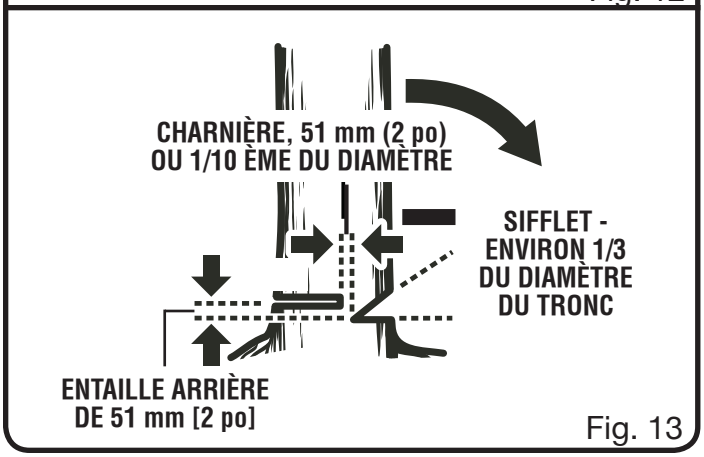

Fig. 13
- **Entaille de dessous.** Pratiquer une entaille d'environ le tiers du diamètre du tronc, perpendiculairement à la ligne de chute. Veiller à ce que les entailles du sifflet se rejoignent à angle droit par rapport à la ligne de chute. Le sifflet doit être taillé de façon à présenter une ligne droite. Pour empêcher le pincement de la scie sous le poids du bois, toujours effectuer l'entaille inférieure en premier. *Voir la figure 13.*
- **Entaille d'abattage.** L'entaille d'abattage doit toujours être de niveau et horizontale et effectuée à au moins 51 mm (2 po) au-dessus de l'entaille horizontale du sifflet. *Voir les figures 13 et 14.*
- Ne jamais couper jusqu'au sifflet. Toujours laisser une épaisseur de bois d'environ 51 mm (2 po) ou 1/10ème du diamètre du tronc entre l'entaille d'abattage et le sifflet. Ceci s'appelle une « charnière ». Cette charnière contrôle la chute de l'arbre et empêche le tronc de glisse, de pivoter ou de basculer sur la souche. *Voir les figures 13 et 14.*